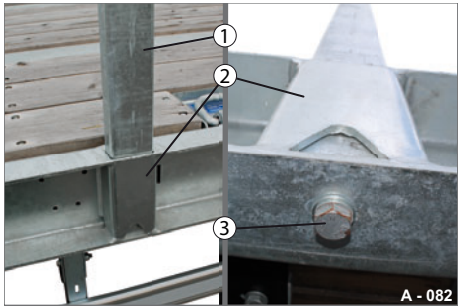

Abb. 102 Rungen, Sicherung von unten
- ▶ Stecken Sie die Runge (Abb. 102/1) ganz in die Rungentasche (Abb. 102/2) ein.
- ▶ Sichern Sie die Runge mit Schraube / Scheiben (Abb. 102/3) von unten.
- ▶ Sichern Sie die Runge mit Schraube / Scheiben (Abb. 102/3) von vorne.